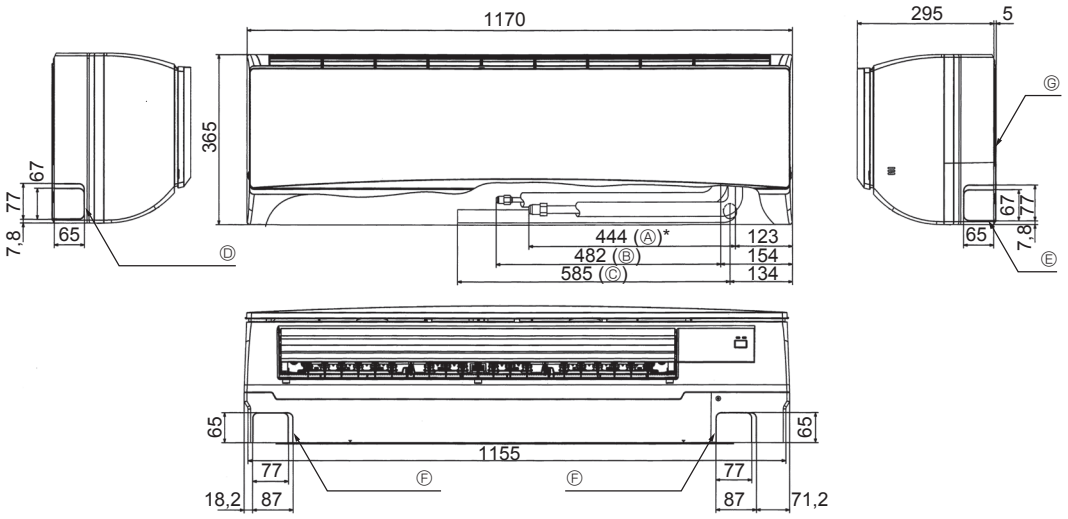

Fig. 4-3
4.4. Positionering av köldmedels- och dräneringsrör (Fig. 4-3)